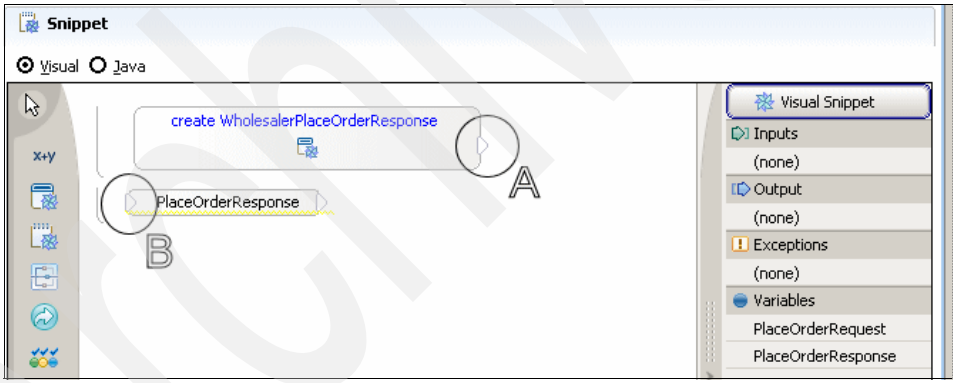

Figure A-42 Dragging link A to link B
f. Drag the link ( )of **WholesalerPlaceOrderResponse** (A) to the link of **PlaceOrderResponse** (B in Figure A-42).